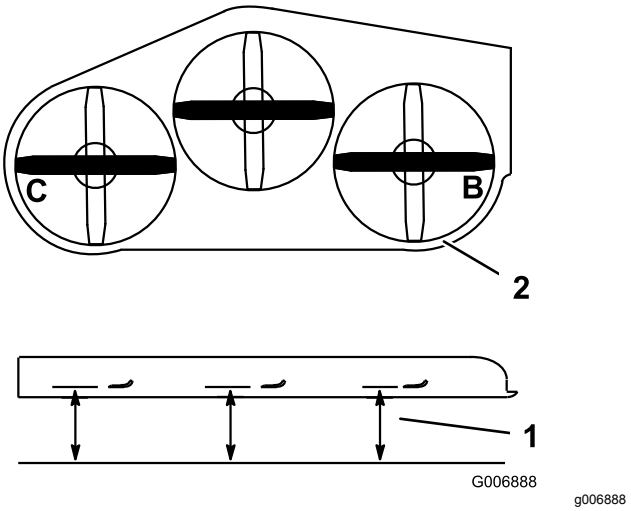

Figuur 104
1. Zet het **rechter** maaimes in de horizontale stand (Figuur 104).
2. Meet het rechtermes bij punt **B**. Meet de afstand tussen een horizontaal oppervlak en de snijrand van het maaimes (Figuur 104).
4. Zet het linker maaimes horizontaal (Figuur 104).
5. Meet het linker mes bij punt **C** (Figuur 104). Meet de afstand tussen een horizontaal oppervlak en de snijrand van het maaimes.